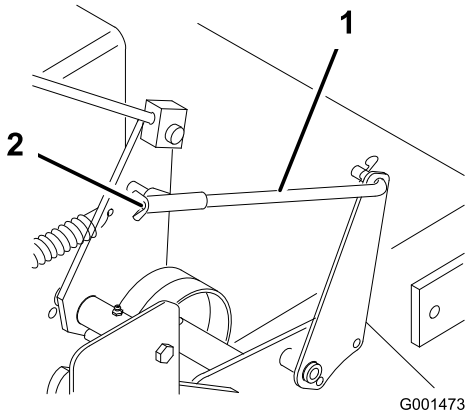

Figura 39
5. Para ajustar el freno, gire las tuercas de orejeta de las varillas de freno (Figura 39). Gire las tuercas de orejeta en el sentido de las agujas del reloj para apretar el freno; gírelas en el sentido contrario a las agujas del reloj para aflojar el freno.